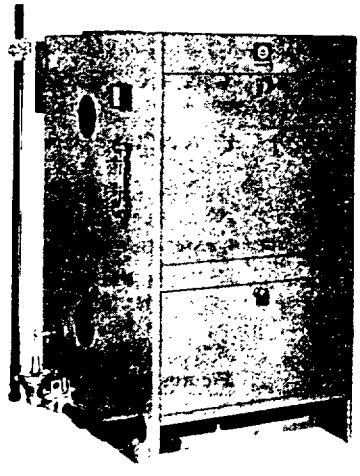

FIG. 27—Assembled Steam Boiler
2. Make up drip leg piping (not supplied by AR & SS Corp.) of suitable height and install the manual shutoff valve assembly. See Figs. 27 and 28.